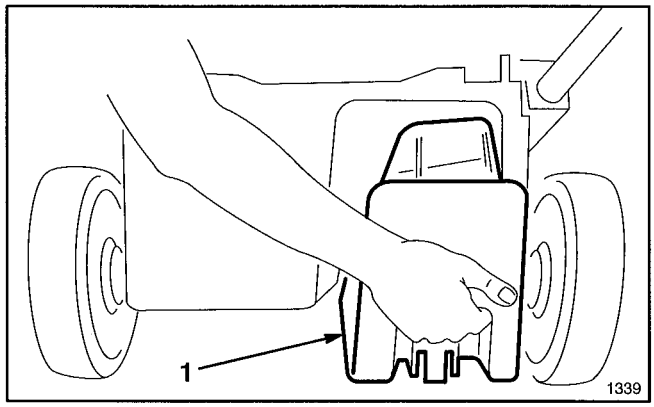

Figure 9
2. Open discharge door and insert plug into discharge tunnel opening (Fig. 9).